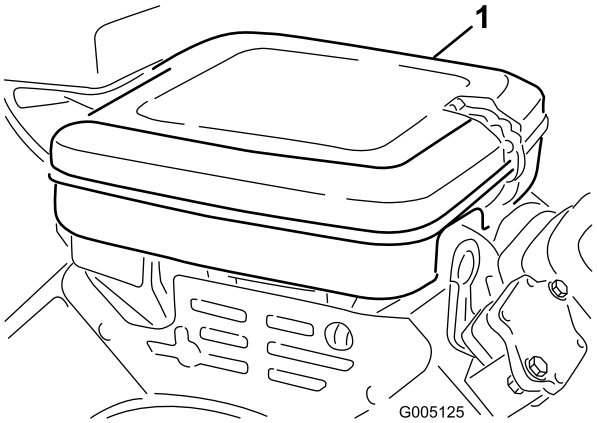

Figur 40
1. Rengjør dekselet grundig (Figur 40).
3. Ta av vingemutteren som fester elementene til luftrenseren (Figur 40).